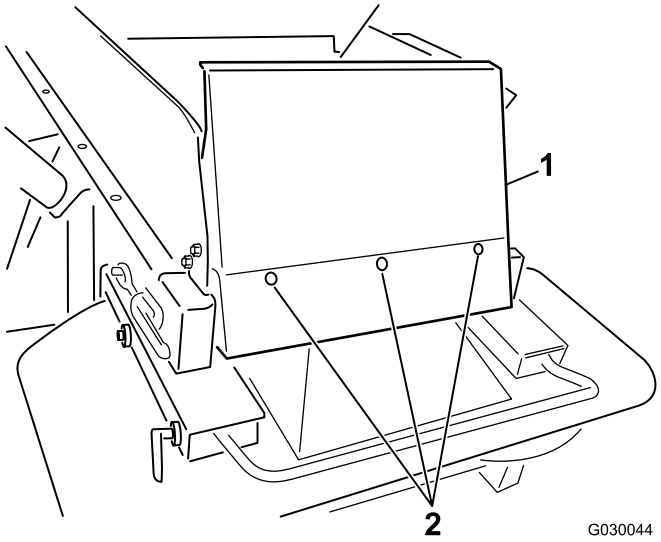

**Figur 7**
6. Monter tragtbeholderens afskærmning ved hjælp af de medfølgende rundhovede bolte og nylon-låsemøtrikker på 1/4 x 5/8 tomme (Figur 7).